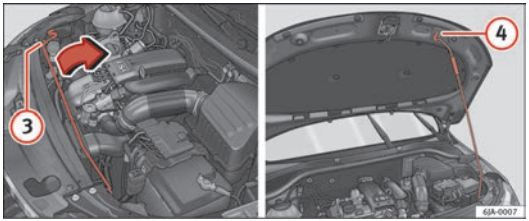

Fig. 124 Securing the bonnet
– Remove the support strut (3) ⇒ Fig. 124 from its fastening in the direction of the arrow and secure the raised bonnet so that the end of the strut hooks onto the opening in the bonnet (4).